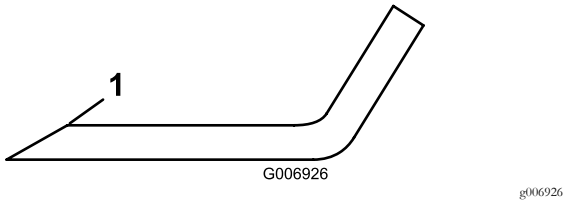

Figur 76
4. Kontrollera samtliga knivars skäreggar. Om de är slöa eller har fått hack, slipa endast skäreggens översta del och behåll den ursprungliga skärvinkeln för bästa skärpa (Figur 76).